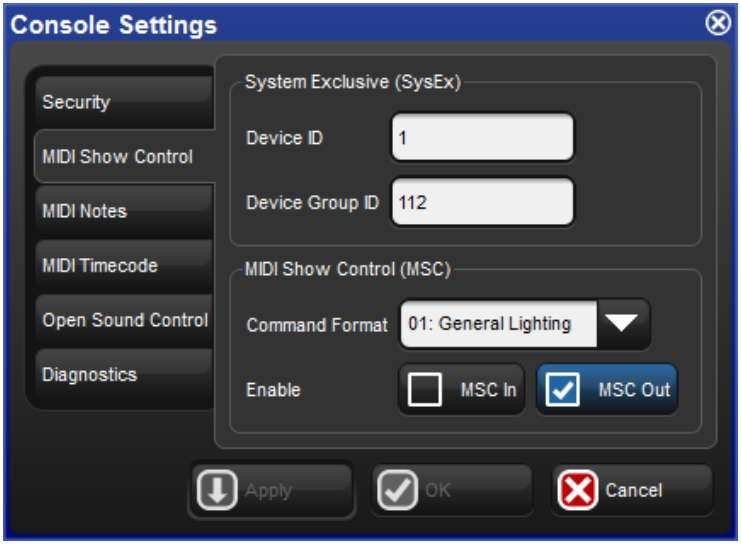

Figure 19.1. The MIDI pane of the Console Settings window
5. Settings : open the Settings window; see *Figure 19.1, "The MIDI pane of the Console Settings window"*.